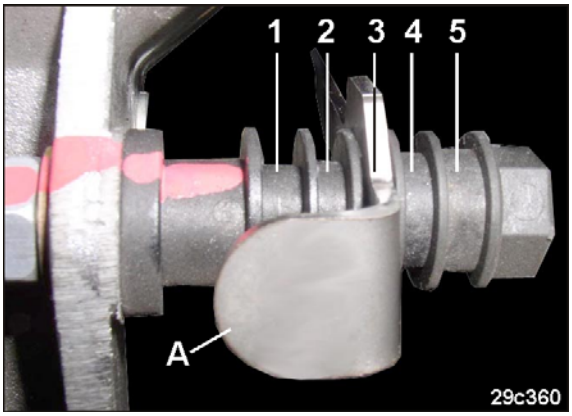

Fig. 104
5. Bei Fehlstellen den Hebel (Fig. 104/A) des Abstreifers in eine Rille mit höherer Nummer stellen.
Bei Doppelbelegung den Hebel (Fig. 104/A) in eine Rille mit niedrigerer Nummer stellen.
Der federbelastete Hebel (Fig. 104/A) muss leichtgängig sein und nach dem Auslenken in seine Ausgangsposition zurückkehren.